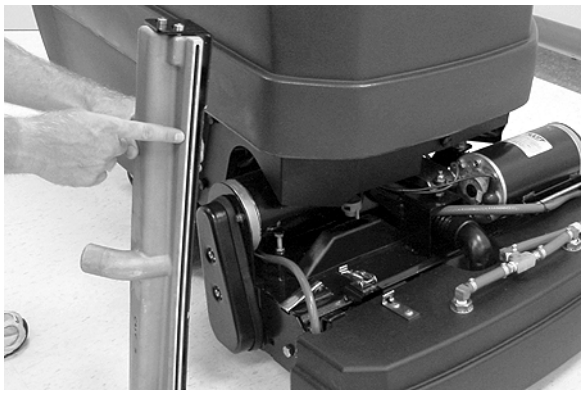

FIG. 34
5. Éliminez les débris coincés dans le sabot d'aspiration lors de l'extraction de la moquette (Figure 34).